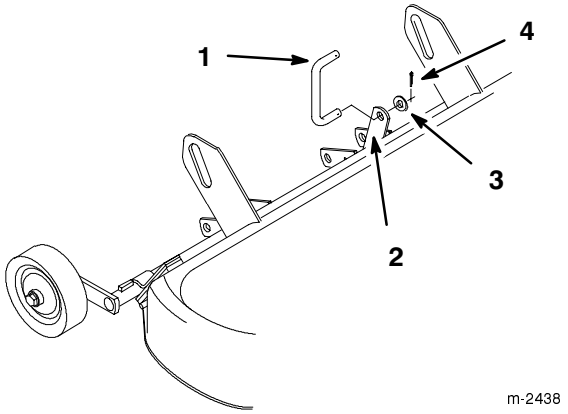

Abbildung 2
5. Das hintere Gelenk auf den hinteren Mähwerkhaltebügel setzen und mit einer 13 mm-Unterlegscheibe (1/2”) und einem Splint befestigen (Abb. 2).